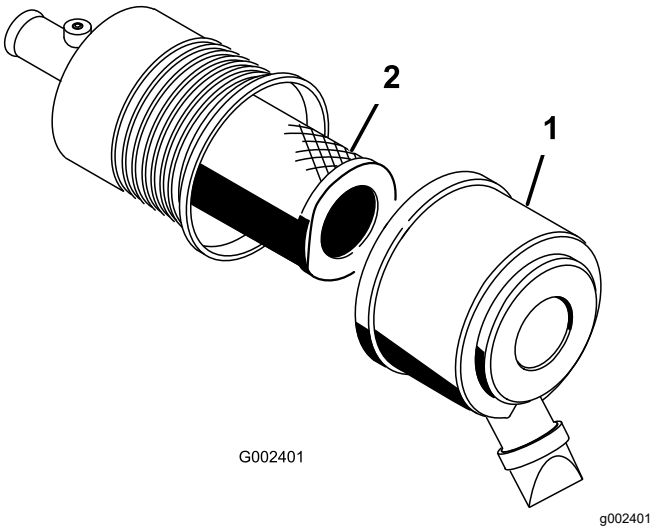

Figuur 50
2. Maak de sluitingen los waarmee het deksel van het luchtfilter is bevestigd aan het luchtfilterhuis (Figuur 50).
3. Verwijder het deksel van het luchtfilterhuis (Figuur 50).
5. Verwijder en vervang het filter (Figuur 50).